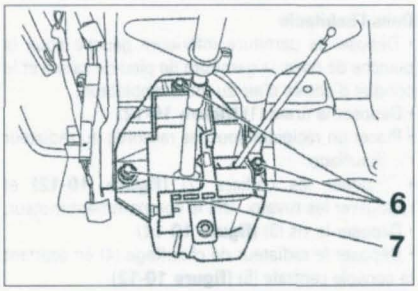

FIGURE 10-4
• Déposer les vis de fixation (6) et le sélecteur de vitesses (7) **(figure 10-4)**.